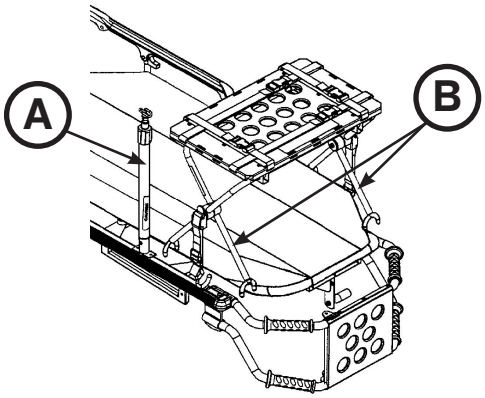

Afbeelding 56
3. Als de brancard is uitgerust met een infuuspaal, zet u deze (A) overeind (zie Afbeelding 56).
4. Plaats het defibrillatorplatform op het brancardframe (zie Afbeelding 56). Positioneer de binnenpoten (B) van het defibrillatorplatform naar het hoofdeinde van de brancard toe om het defibrillatorplatform op de juiste wijzen op het frame van de brancard aan te brengen.